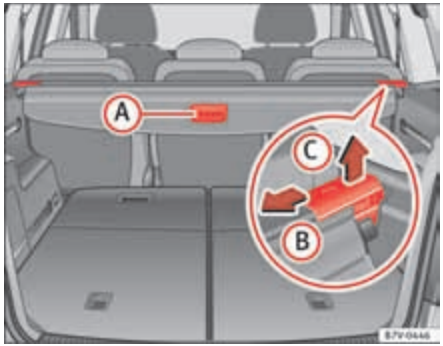

Fig. 97 In the luggage compartment: Luggage compartment cover.
- Pull the shelf handle ⇒ fig. 97 (A) backwards.
- Release the shelf in the direction of the arrow ⇒ page 150, fig. 97 (B).
- Lift the shelf off in direction of the arrow ⇒ page 150, fig. 97 (B).
- Release the shelf in the direction of the arrow ⇒ page 150, fig. 97 (B) and lift it in the direction of the arrow (C).